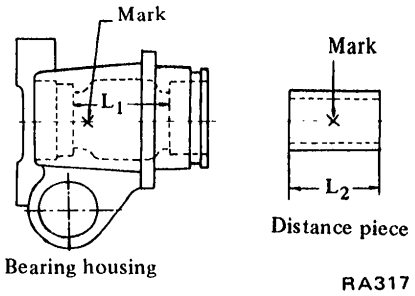

Fig. RA-7 Rear bearing housing and distance piece
2. Relationship between rear bearing housing and distance piece is shown in Figure RA-7.